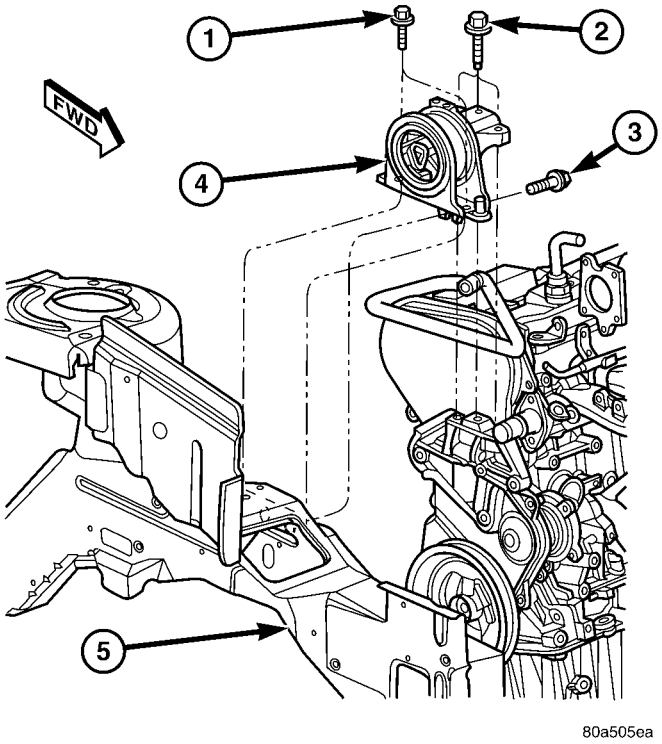

Fig. 85 Right Mount to Rail and Engine
(1) Remove air cleaner housing lid and clean air hose from throttle body.
(2) Remove air cleaner element and housing.
(3) Disconnect make-up air hose from cylinder head cover.
(4) Remove the load on the right engine mount by carefully supporting the engine assembly with a floor jack.
(5) Disconnect electrical harness support clips from engine mount bracket.
(6) Remove the vertical bolts attaching the engine mount to the frame rail (Fig. 85).
(7) Loosen the horizontal bolt attaching the engine mount to the frame rail (Fig. 85).
(8) Remove the bolts attaching the engine mount to the engine bracket (Fig. 85).
(9) Remove the right engine mount (Fig. 85).
(1) Position right engine mount and install frame rail to mount vertical bolts (Fig. 85).
(2) Tighten engine right mount to rail horizontal bolt (Fig. 85).
(3) Install mount to engine bracket bolts (Fig. 85).
(4) Connect electrical harness support clips to engine mount bracket.
(5) Remove jack from under engine.
(6) Connect make-up air hose to cylinder head cover.
(7) Install air cleaner housing and element.
(8) Install air cleaner housing lid and clean air tube to throttle body.